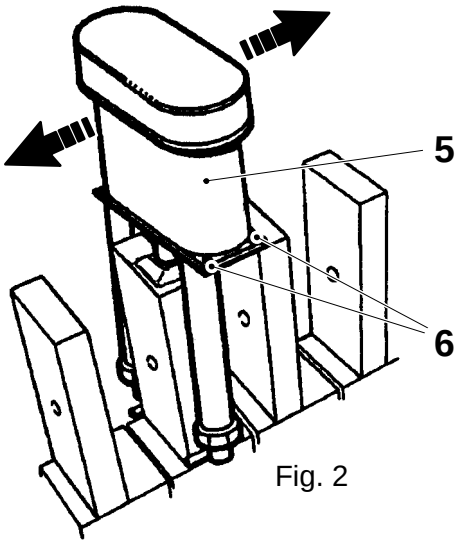

Fig. 2
a) Set the air nozzle (1) by loosening the screws (6) and shifting the FS element (5), see fig. 2. Tighten the screws.
b) Set the air nozzles (2) by loosening the screws (4) and shifting the nozzles sideways.